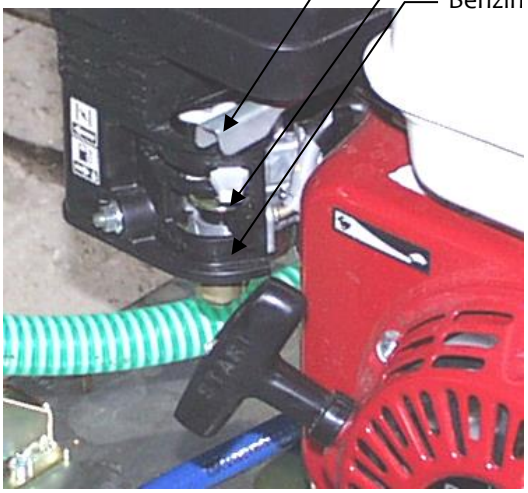

Figur 3
- Brændstofhanen åbnes (**figur 3**)
- Choker aktiveres (**figur 3**)